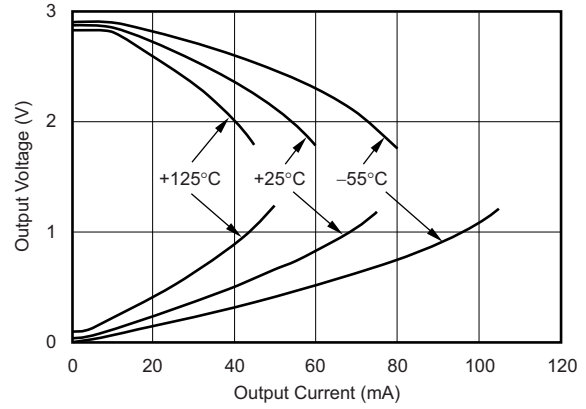
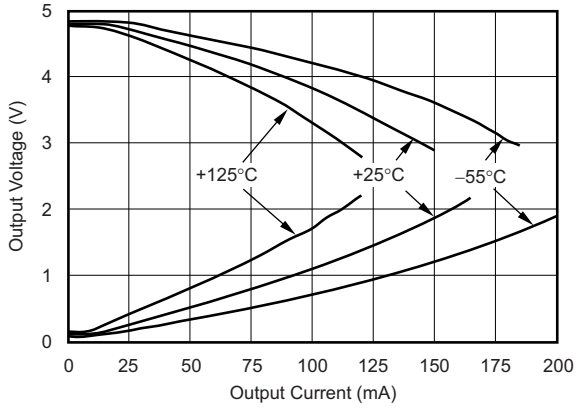
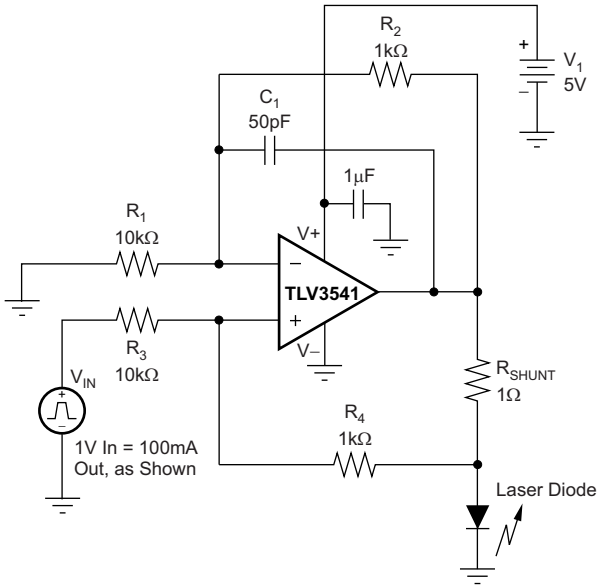
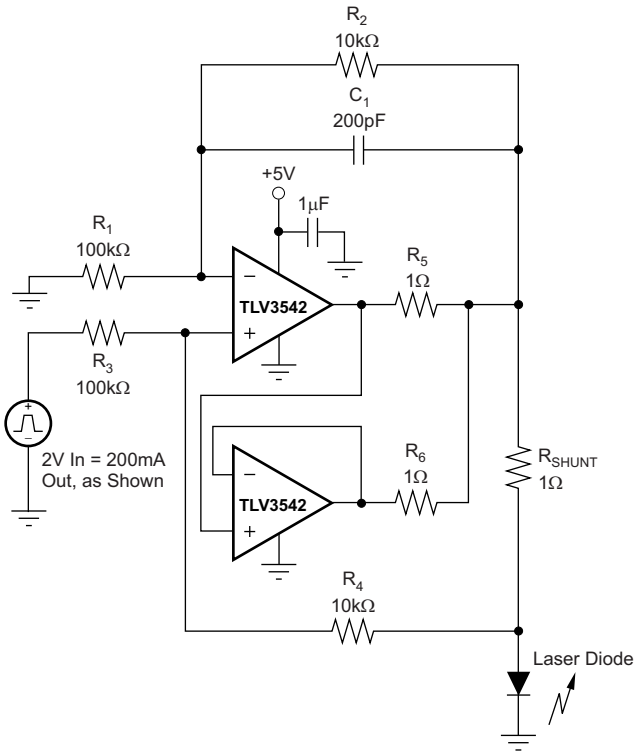

图 13.
图 14.
图 20. 激光二极管驱动器
图 21. 并行运行
(1) 请参阅有关*输出电压摆幅与输出电流间的关系*（图 13 和 图 14）的典型特性曲线。
(2) 根据设计确定。
(3) 在此温度范围内工作将不会损坏部件。不过，可能出现性能下降。
采用具有共源晶体管的 AB 类输出级来实现轨至轨输出。对于高阻抗负载 (> 200Ω)，输出电压摆幅通常在距离电源轨 100mV 范围内。在 10Ω 负载下，可在保持高开环增益的同时实现有用输出摆幅。请参阅有关*输出电压摆幅与输出电流间的关系*（图 13 和 图 14）的典型特性曲线。
TLV354x 输出级可提供 ±100mA 的持续输出电流，并且在 5V 电源供电的条件下提供大约 2.7V 的输出摆幅，如图 20 中所示。为确保最大可靠性，不建议运行超过 ±100mA 的持续直流电流。请参阅有关*输出电压摆幅与输出电流间的关系*（图 13 和 图 14）的典型特性曲线。如需提供大于 ±100mA 的持续输出电流，可将 TLV354x 并行运行，如图 21 中所示。